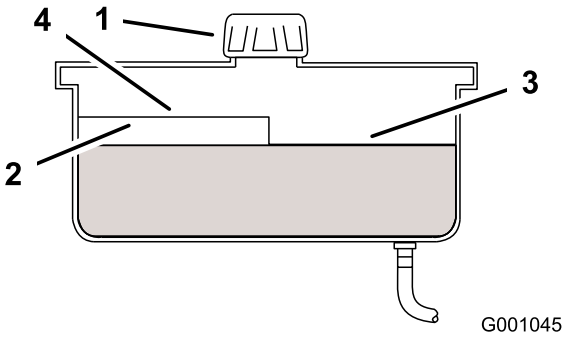

Figuur 75
2. Reinig de omgeving van de vulbuis en de dop van de hydraulische tank (Figuur 75).
3. Verwijder de dop van de vulbuis. Kijk in de vulbuis om te controleren of er nog vloeistof in het reservoir is (Figuur 75).
Opmerking: Het vloeistofpeil moet aan de bovenkant van de Warm-markering op de keerplaat staan als de vloeistof warm is (Figuur 75).